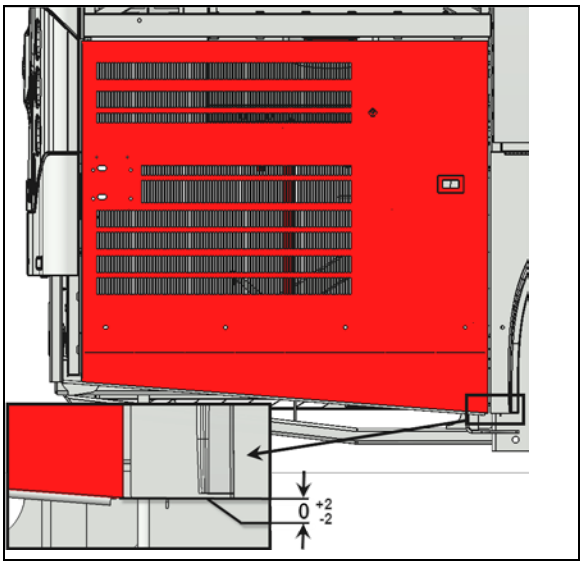

**FIGURE 107**
3. Compare the lower edge of the door level with the lower edge of the rear fender. The door should be flush with the fender (FIGURE 107).